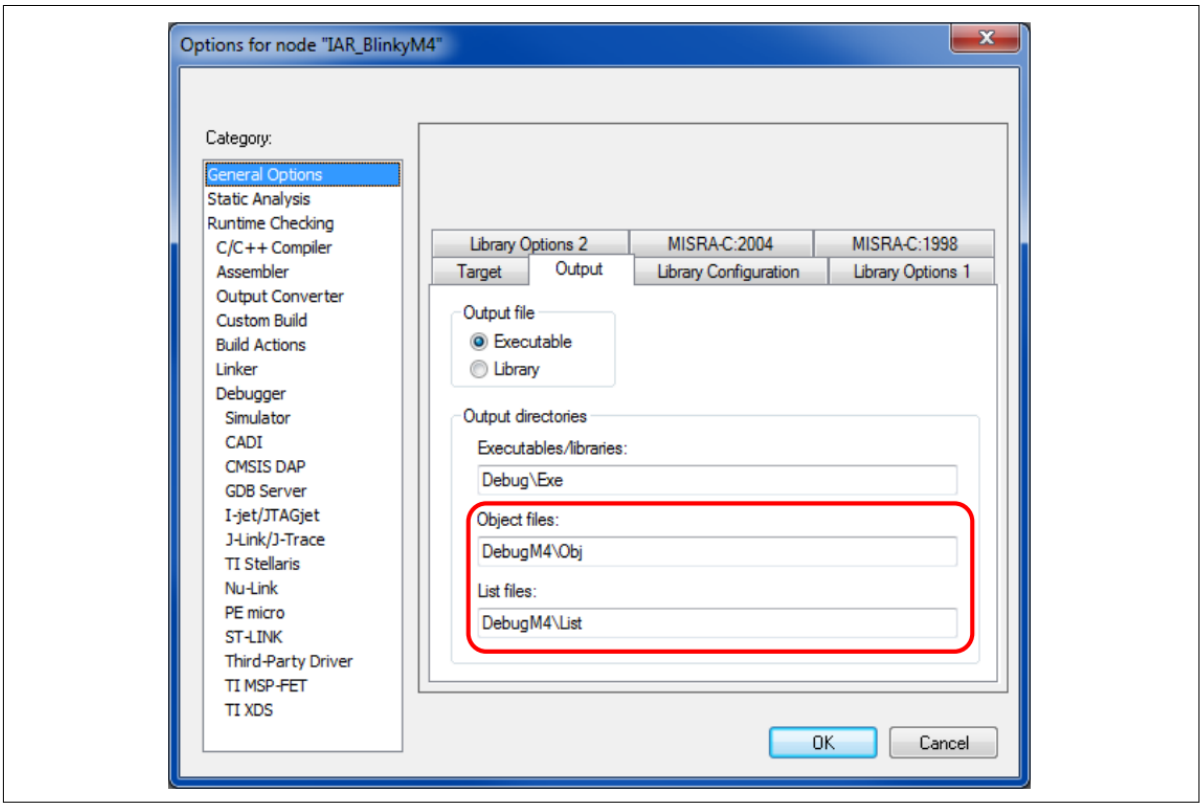

**図 35　　CM4 プロジェクト用固有出力フォルダ**
- 図 35 に示すように、**Options** ダイアログの **General Options** セクションの **Output** タブで、オブジェクトファイルとリストファイルの出力ディレクトリを変更してください。実行可能ファイル/ライブラリの出力フォルダを変更しないでください。